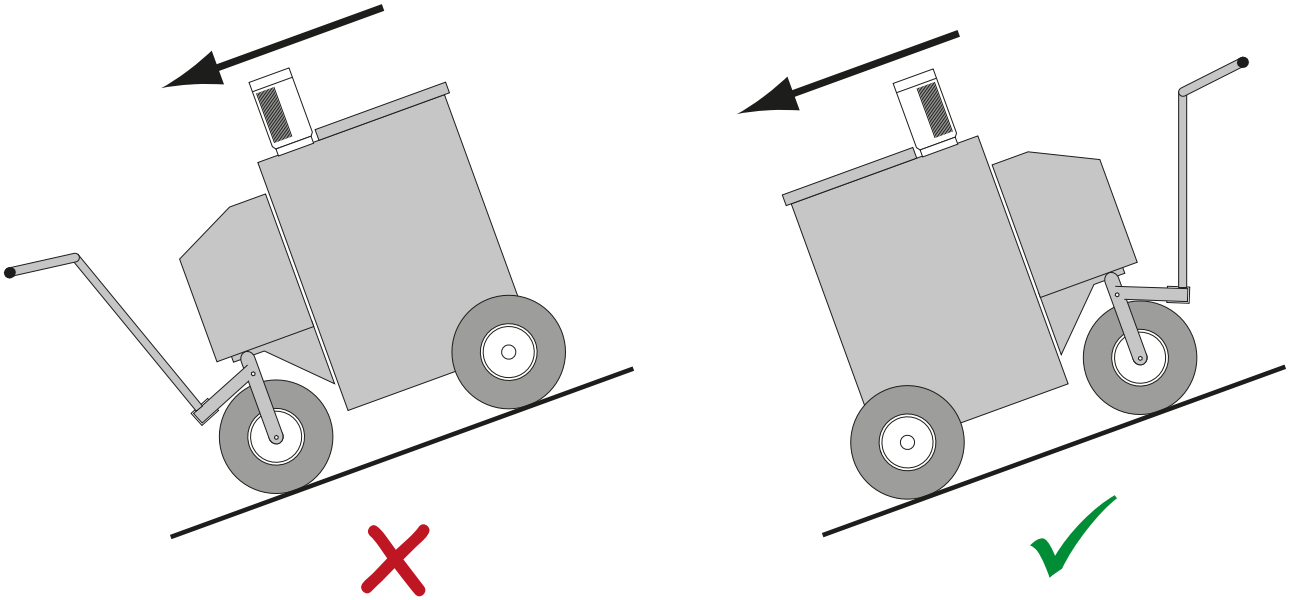

Afbeelding 2: Rijrichting aanpassen in hellend terrein
- Loop in dit geval altijd achter het apparaat (tegen de rijrichting in, zie Afbeelding 2: Rijrichting aanpassen in hellend terrein op pagina 10.